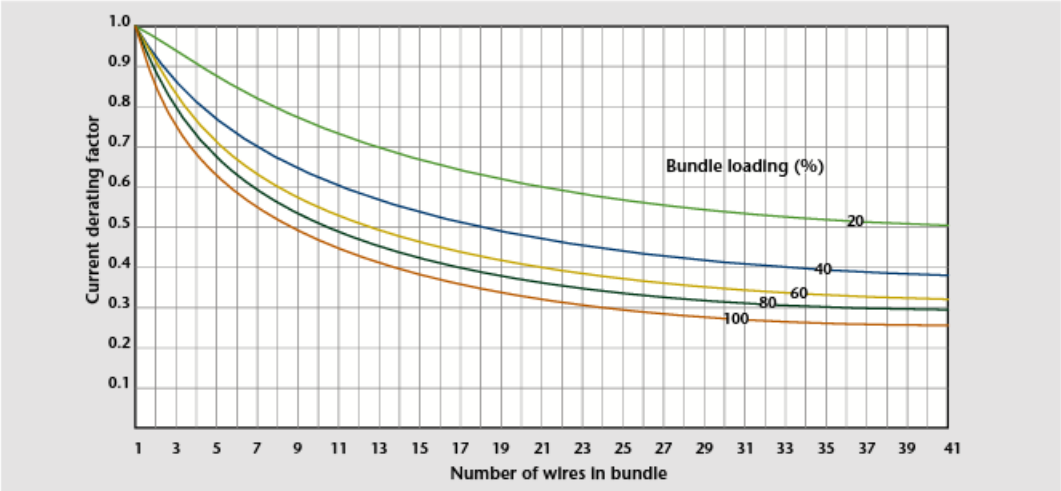

Figure 4-3-6. Bundle derating curves.
rated for the current being carried. Figure 4-3-6 gives a family of curves whereby the bundle derating factor can be obtained.
Wires in a harness. When wires are bundled into harnesses, the current derived for a single wire must be reduced, as shown in Figure 4-3-6 The amount of current derating is a function of the number of wires in the bundle and the percentage of the total wire bundle capacity that is being used.
Use Figure 4-3-6, find the derate factor for 8 wires in a bundle at 60 percent. First, find the number of wires in the bundle (8) at bottom of graph and intersect with the 60 percent curve meet. Read the derating factor, (left side of graph) which is 0.6, derating factor by amps. Caculate I_{max}.
2. Refer to the "bundle derating curves" in Figure 4-3-6, the 20 percent curve is selected because circuit analysis indicate that 20 percent or less of the wire in the harness would be carrying power currents and less than 20 percent of the bundle capacity would be used. Find 35 (on the abscissa) because there are 35 wires in the bundle and determine a derating factor of 0.52 (on the ordinate) from the 20 percent curve.
2. Refer to the "bundling derating curves" in Figure 4-3-6, the 100 percent curve is selected because we know all 12 wires will be carrying full load. Find 12 (on the abscissa) because there are 12 wires in the bundle and determine a derating factor of 0.43 (on the ordinate) from the 100 percent curve.